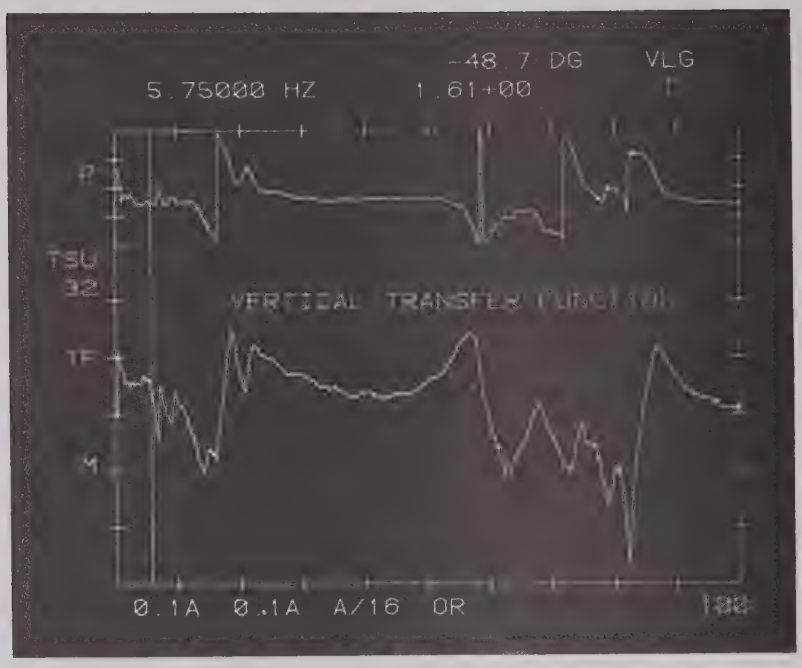

FIGURE E-4
1. Rotating Members - Suspend the rotating member on knife edges located at the bearing supports. Mount an accelerometer on each of the tight running clearances of the rotor, such as the wear shrouds. The transfer functions can be obtained by striking the shaft near the bearing locations. Each accelerometer signal should be fed successively into channel B of a two channel Spectrum Analyzer, while channel A receives either the signal from a force gauge mounted on the hammer (for motion/force transfer functions) or the signal from an accelerometer mounted near the bearing locations (for motion/motion tranfer functions). Store these transfer functions in a digital memory. (Refer to Figure E-4.)
In order to verify the technique, a simple machine, which is used normally for the purpose of demonstrating the power of Spectrum Analysis in solving vibration problems, was employed. The machine's response to a typical earthquake spectra was determined. The machine has a slender shaft with a large disk suspended between two bearings. Two proximeters placed at right angles to each other are located on the machine in such a way as to measure the relative motion between the shaft and the machine. (Refer to Figure E-4.)